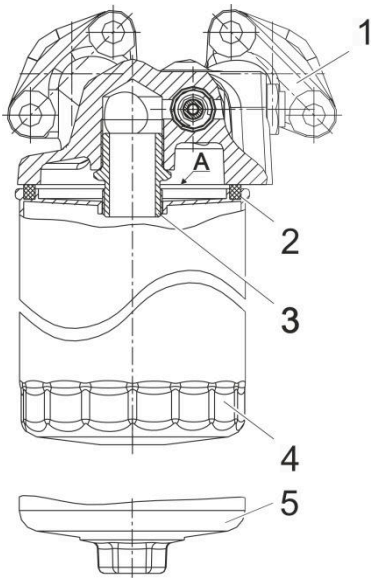

Рисунок 41. Фильтр масляный со сменным фильтром для масла:
С мая 2013 года двигатели ЯМЗ комплектуются фильтром масляным 658.1012010 со сменным фильтром для масла (рисунок 41).
2. Отвернуть сменный фильтр для масла 4 (рисунок 41). В случае затруднённого отворачивания сменного фильтра использовать специальный съёмник.